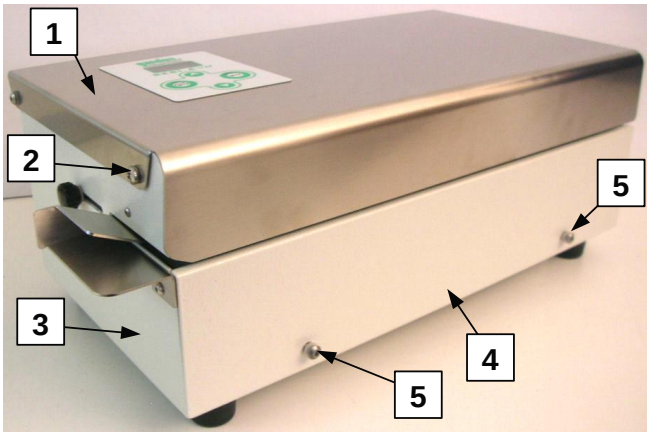

fig.4.1
- allentare le 2 viti (n.2-fig.4.1) e ruotare la copertura della macchina (n.1-fig.4.1) fino alla sua totale apertura: le viti (n.2-fig.4.1) rimarranno avvitate al telaio della macchina (n.3-fig.4.1).
- chiudere la copertura della macchina (n.1-fig.4.1) ed avvitare completamente le due viti di fissaggio (n.2-fig.4.1)
- richiudere la copertura della macchina (n.1-fig.4.1) ed avvitare completamente le due viti di fissaggio (n.2-fig.4.1)
- svitare completamente le 2 viti (n.5-fig.4.1) ed aprire il frontalino della macchina (n.4-fig.4.1)
- chiudere il frontalino (n.4-fig.4.1) ed avvitare completamente sue le 2 viti di fissaggio (n.5-fig.4.1)